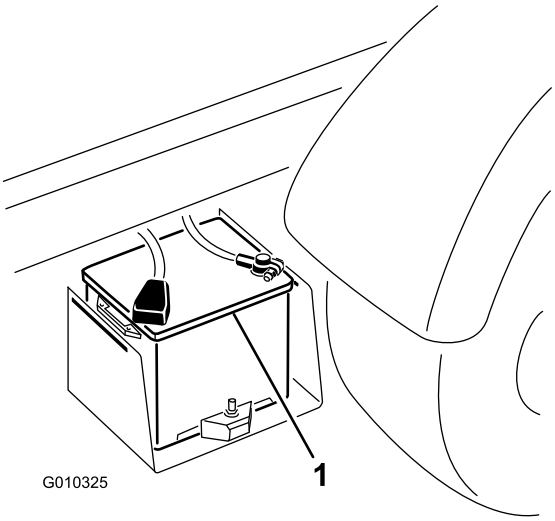

Figur 62
2. Forbind et startkabel mellem pluspolerne på de to batterier (Figur 62).